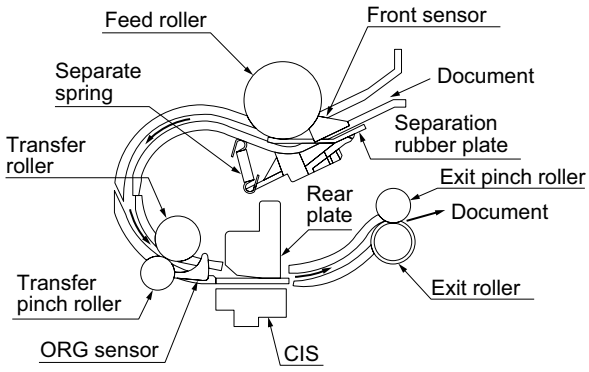

Fig. 1
1) As shown in Fig.1, the document set in the hopper (the front sensor is on) is fed with the let out roller and paper feed roller which rotate together with the pulse motor.